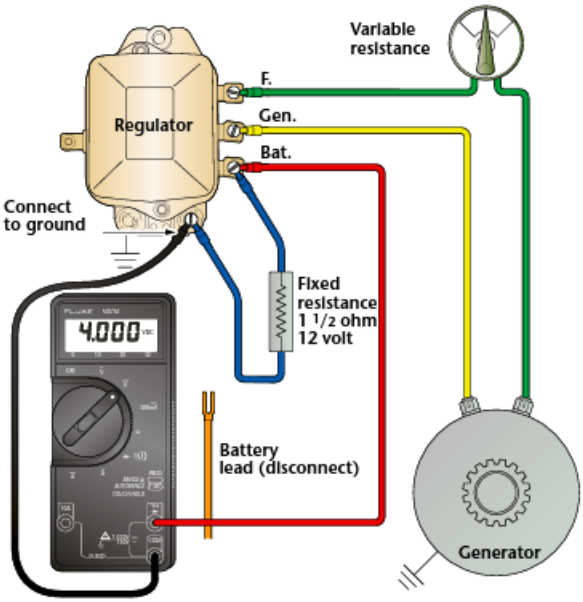

Figure 4-2-7. Checking voltage setting using the fixed resistance method.
- Disconnect the battery lead from the battery terminal of the regulator and then connect a fixed resistance between the battery terminal and ground as shown in Figure 4-2-7. The resistance should be 1.5 ohms for a 14-volt unit. It must be capable of carrying 10 amperes without any change of resistance with temperature changes.
Fixed resistance option 2. Connect a variable resistance into the field circuit as shown in Figure 4-2-7. Turn out all resistance. Operate the generator at the specified speed. Slowly increase (turn in) resistance until the generator voltage is reduced to 4 volts. Turn out all resistance again and note the voltage setting (with the voltmeter connected as shown in Figure 4-2-7).
- To adjust the voltage setting, turn the adjusting screw (Figure 4-2-7). Turn it clockwise to increase the setting and counterclockwise to decrease the setting.
NOTE: It is very important that the variable resistance be connected at the BAT terminal as shown in Figure 4-2-7 rather than at the GEN terminal, even though these terminals are in the same circuit. Any small resistance added to the circuit between the generator and this point is simply offset by a rise in generator voltage without affecting the output shown at the ammeter.